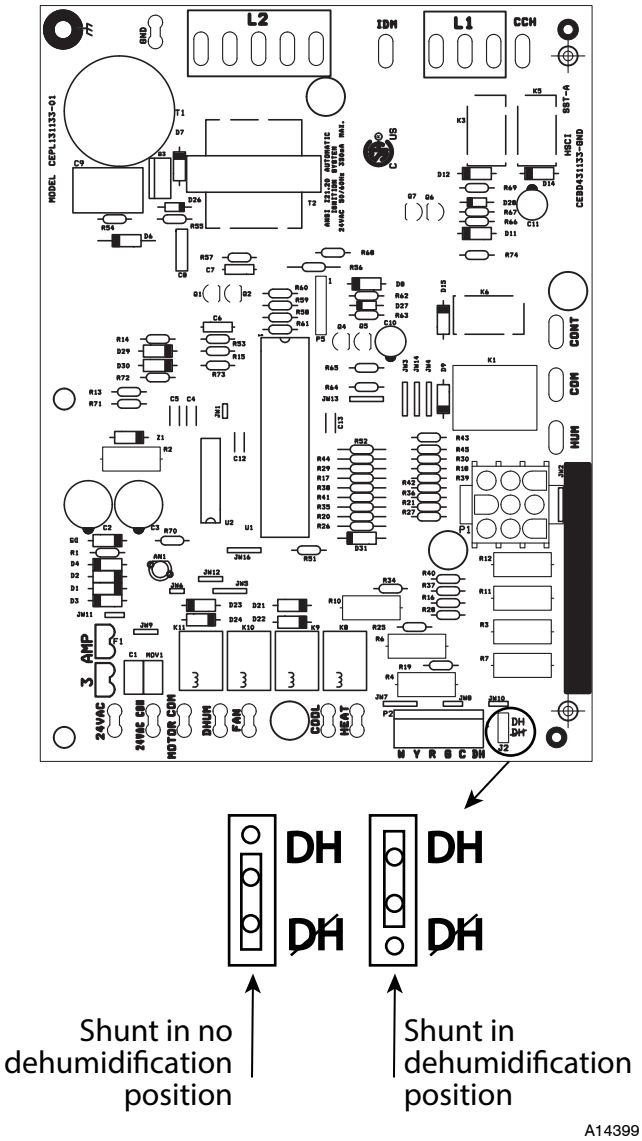
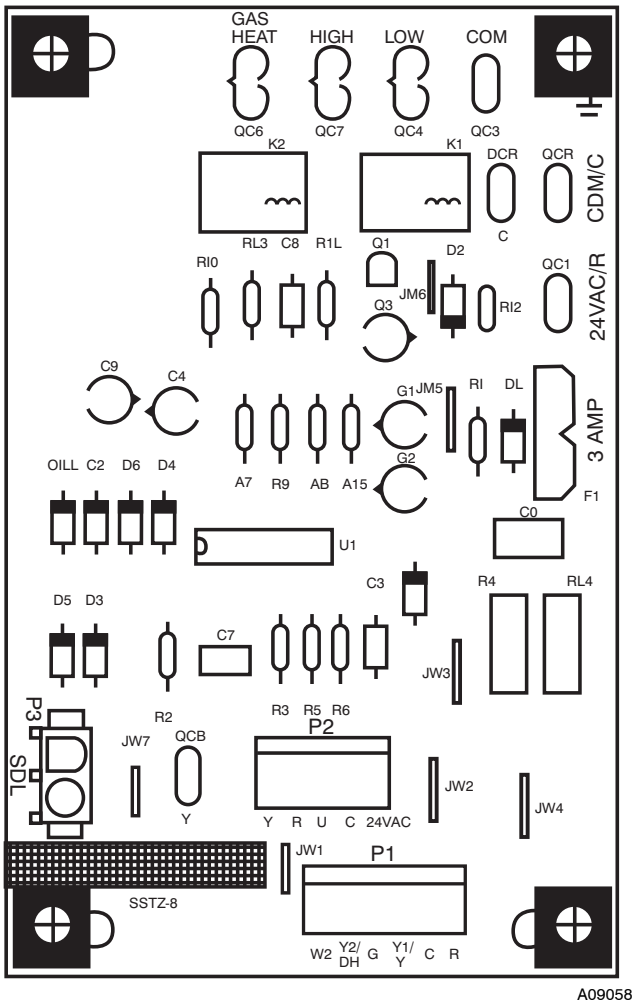

Fig. 17 - Single Phase IGC Board
Fig. 18 - Interface Fan Board (IFB)
This unit is factory-set for use with a single cooling fan speed. For single phase models, the cooling speed is marked "COOL" on the IGC (See Fig. 17). For 3-phase models, the cooling speed is marked "LOW" on the interface board (IFB)(See Fig. 18). The factory-shipped settings are noted in Tables 10 and 11. There are up to 3 additional speed tap wires available for use in either gas heating mode, cooling mode, or continuous fan mode (For color coding on the indoor fan motor leads, see Table 8). For single phase models, one of the additional speed tap wires is connected to the continuous fan, with the other 2 wires shipped loose in the control box near the IGC. For three phase models, the additional 3 speed tap wires are shipped loose with vinyl caps and are located in the control box near the interface fan board (IFB) (See Fig. 18).
2. Remove the current speed tap wire from the "GAS HEAT" terminal on the interface fan board (IFB) (Fig.18) and place vinyl cap over the connector on the wire.
2. Remove the current speed tap wire from the "LOW" terminal on the interface fan board (IFB) (See Fig. 18) and place vinyl cap over the connector on the wire.
1. Move shunt jumper on IGD board to "DH" (See Fig. 17).
1. Remove fan speed tap wire from the "LOW" terminal on the interface fan board (IFB) (See Fig. 18).
When the DEHUM feature is not used, the continuous fan speed will be the same as cooling fan speed. When the DEHUM feature is used, the continuous fan will operate on IFB "LOW" speed when the DH control lead is not energized, or IFB "HIGH" speed when the DH lead is energized (see Fig. 18).